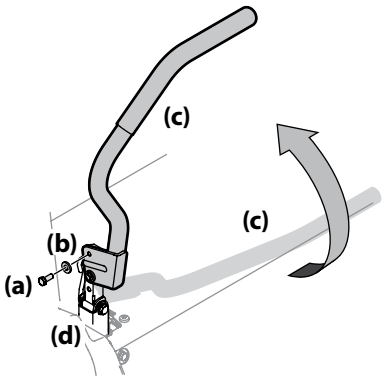

Figure 2-6
1. Remove the hex screws (a) and flat washers (b) from the hardware pack in your manual bag. See Figure 2-6.
2. Lift and swing that control lever (c) upward until the slotted hole in the control lever (c) bracket aligns with one of the holes in the pivot bracket (d). See Figure 2-6.
3. Slide the flat washer (b) onto the hex screw (a). From the outside, insert the hex screw (a) with the flat washer (b) through the control lever bracket (c) and the hole of the pivot bracket (d). See Figure 2-6. Using a ½" wrench snug the hex screw (a), but do not fully tighten.